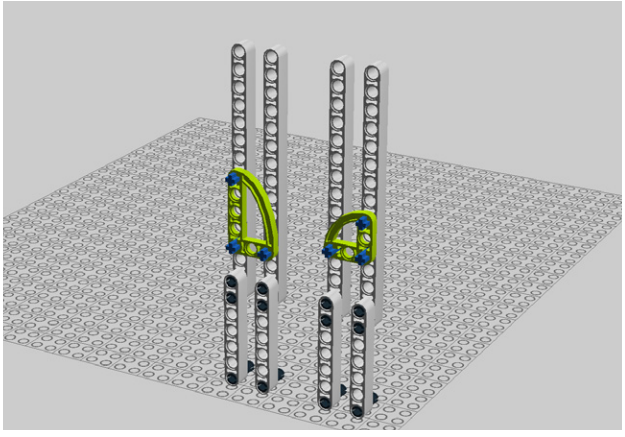

Figure 5-53. *Step 46: Adding the halfbeam curves*
46. Halfbeam curves add structural integrity. Attach them as shown in Figure 5-53.